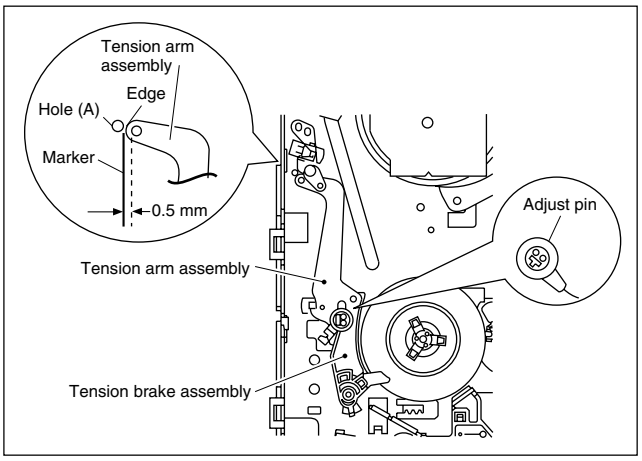

Fig. 2-3-5a
2) Set the VCR to the play back mode and adjust by turning adjustment pin to align the tension arm assembly edge with the main deck hole (A) on the right edge marker. (See Fig. 2-3-5a)